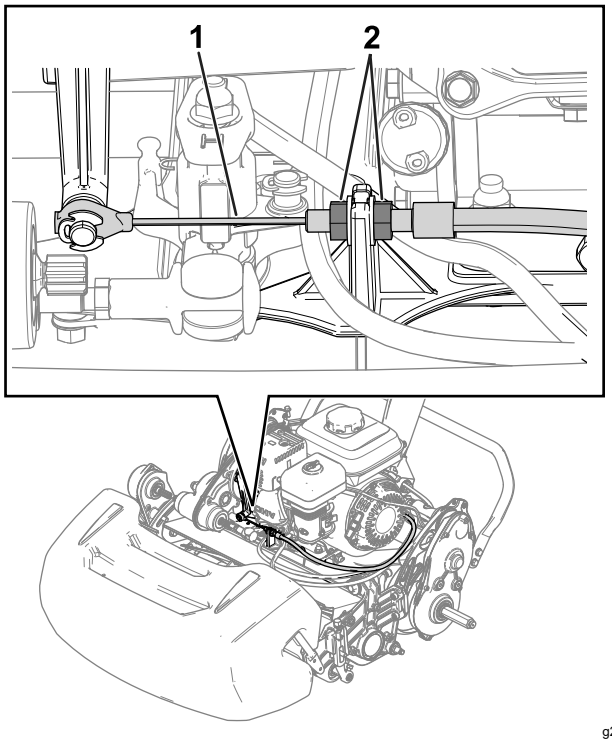
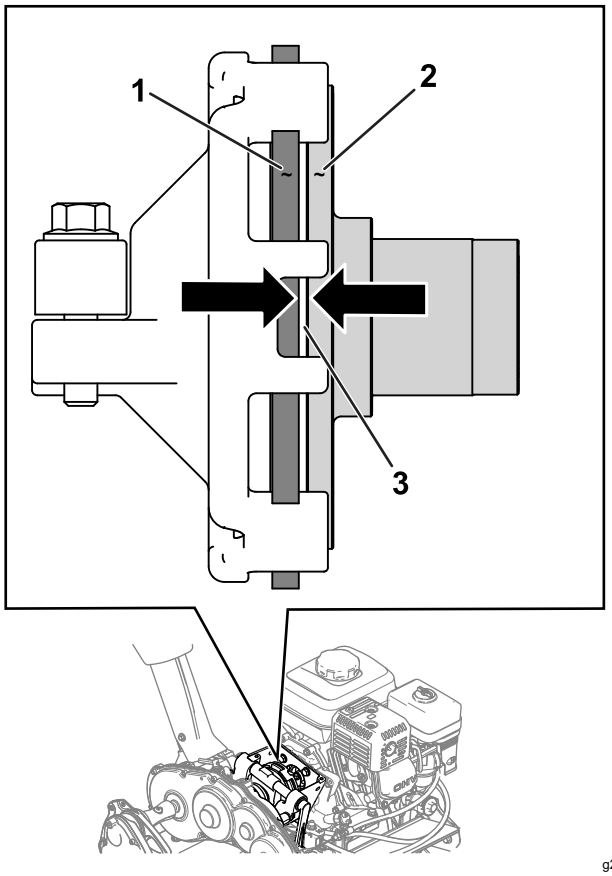

Rysunek 34
Rysunek 35
2. Poluzuj przeciwnakrętki i wyreguluj linkę napędu jezdnego tak, aby uzyskać 1,1 mm odstęp pomiędzy tarczą cierną, a płytą dociskową (Rysunek 34 oraz Rysunek 35).